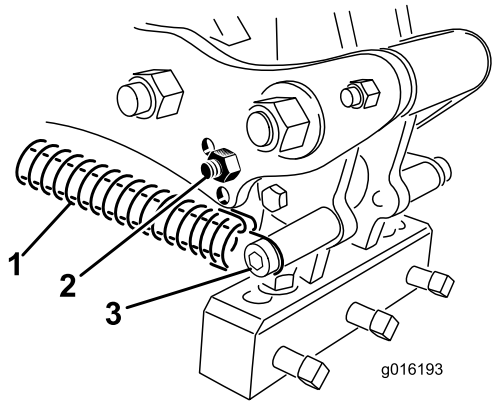

Figur 36
3. Løsne fjærspenningen ved pipehodet (Figur 36).
4. Fjern støtfangerbolten og selve støtfangeren fra forbindelsesarmen, og sett disse inn igjen i det andre justeringshullet (Figur 36).